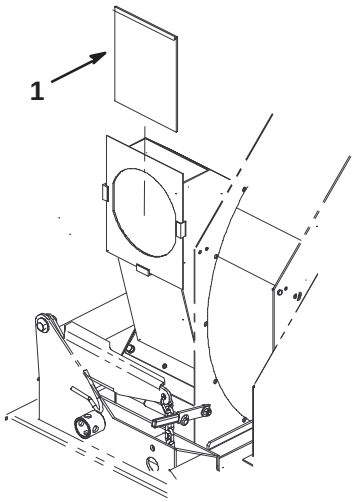

Figure 7
18. Remove vacuum chute door from vacuum chute (Fig. 7)